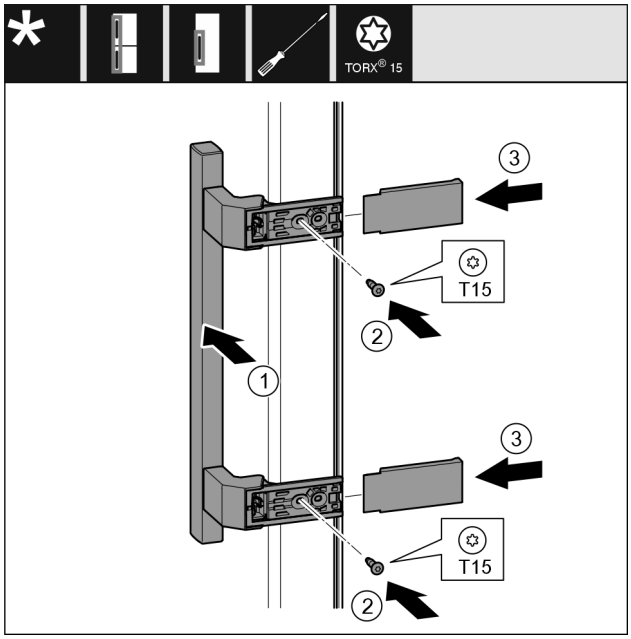

Fig. 20
- ▶ Place the handle *Fig. 20 (1)* on the opposite side.
- ▶ Tighten screws *Fig. 20 (2)* with screwdriver.
- ▶ Place the covers *Fig. 20 (3)* on the side and push them on.